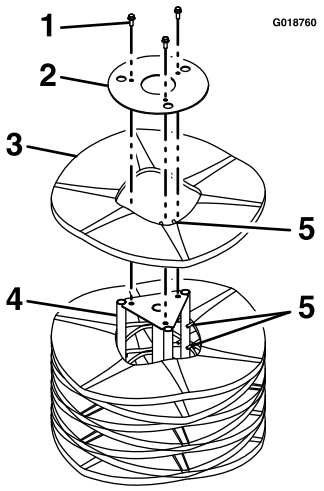

Figure 35
5. Dressez le balai sur son extrémité de sorte que la plaque de retenue amovible soit orientée vers le haut (Figure 35).
6. Déposez et conservez les fixations de la plaque de retenue d'extrémité (Figure 35).
8. Posez un ou des segments neufs en décalant les doigts d'alignement des anneaux en métal, comme montré à la Figure 35.